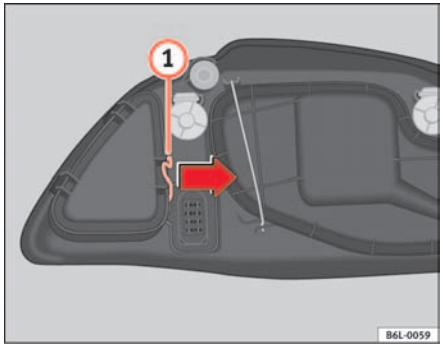

Fig. 144 Side lights
– Remove the loops (1) ⇒ fig. 144 in the direction of the arrow and remove the cover.